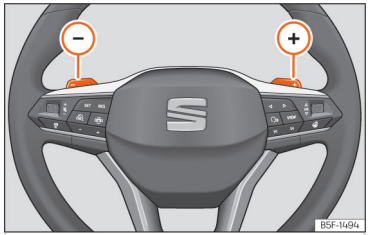

**Fig. 123** Steering wheel: automatic gearbox levers
- Press the (+) gear shift paddle to change up a gear ››› Fig. 123.